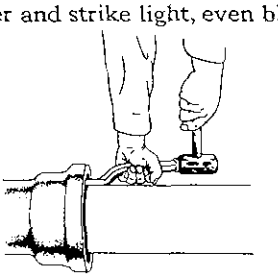

FIG. 59 — Note that calking iron is held flat to the pipe
1. The "inside iron" is used first. It is important to hold this iron *flat to the pipe* as shown in Fig. 59. Use a 1½ to 2 lb. hammer and strike light, even blows.